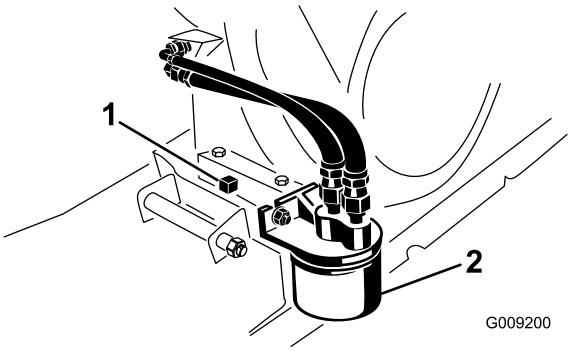

Figuur 41
5. Zet een opvangbak met een inhoud van minstens 1,8 liter onder de aftapplug (Figuur 41).
6. Verwijder de aftapplug en de pakking (Figuur 41).
2. Verwijder het oude oliefilter (Figuur 41).
4. Schroef het nieuwe oliefilter op het filteradapter totdat de pakking contact maakt met de bevestigingsplaat. Draai het filter vervolgens nog eens een 1/2 tot 3/4 slag vast (Figuur 41).